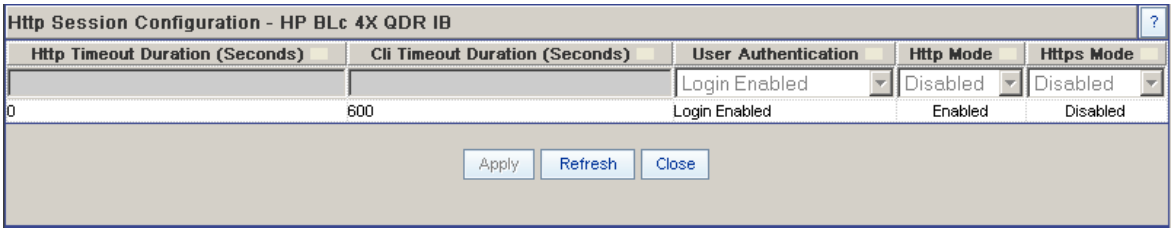

Figure 22 HTTP/CLI Session Configuration Screen
1. Click **HTTP/CLI Session Config** under the **Maintenance** menu. The HTTP/CLI Session Configuration screen is displayed.(Figure 22)